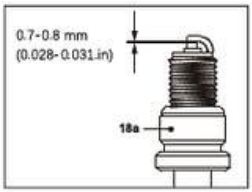

Abb. 31
6. Prüfen Sie den Elektrodenabstand der Zündkerze. Er sollte 0,7–0,8 mm betragen (Abb. 31).
8. Schrauben Sie die Zündkerze (18a) beim Einbau zunächst von Hand ein und ziehen Sie sie anschließend leicht mit dem Zündkerzenschlüssel (33) nach.